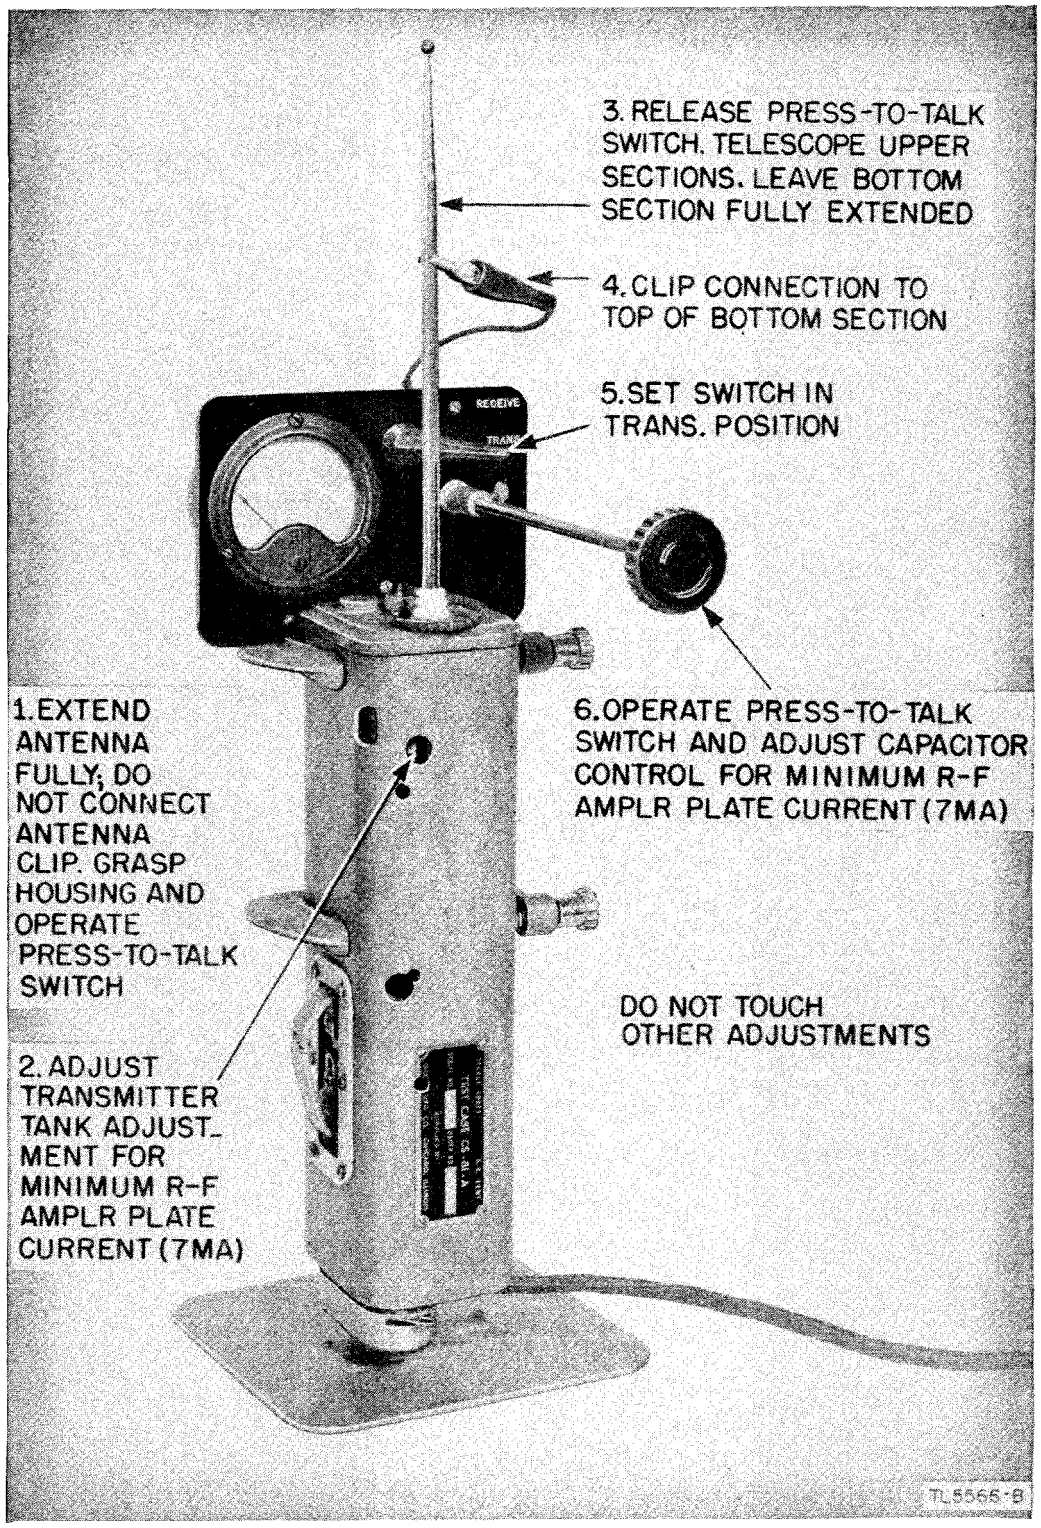

Figure 72. Radio Receiver and Transmitter BC-611-A through -E, transmitter presetting adjustments.
Set up the equipment as described in paragraph 105. The signal generator is not used. Grasp the test case and operate the press-to-talk switch with one hand during the following presetting operations. (See fig. 72.)
c. The transmitter is now ready for presetting. Turn the MASTER SWITCH on the test unit to PWR. AMP. Adjust the transmitter tank adjustment screw for *minimum* current reading on the meter in the test unit. The normal reading in this position is approximately 7 milliamperes. See figure 72 for location of transmitter tank adjustment. Be sure to depress the press-to-talk switch during this operation.